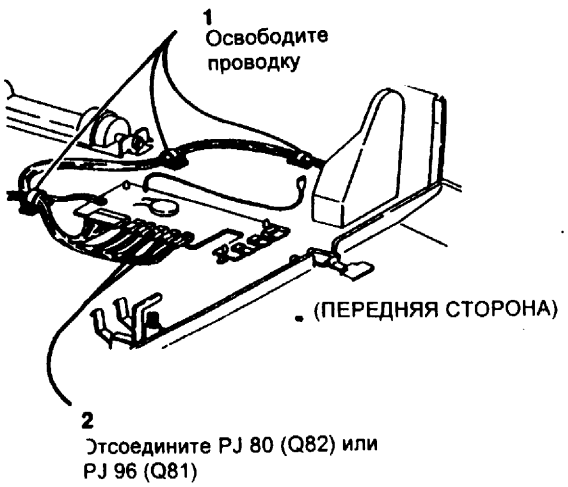

Рис. 1 Отсоединение разъема
4. (Рис. 1) Отсоедините соответствующий разъем: